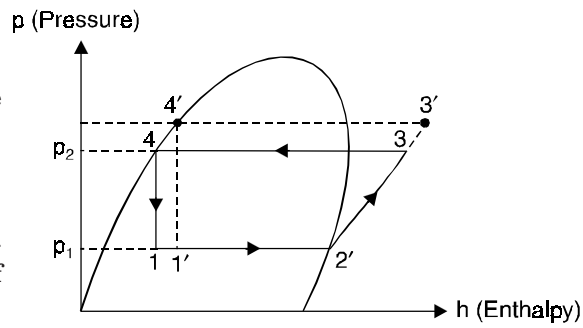

Fig. 14.16. Effect of increase in delivery pressure
2. **Effect of delivery pressure.** Fig. 14.16 shows the effect of *increase in delivery pressure*.